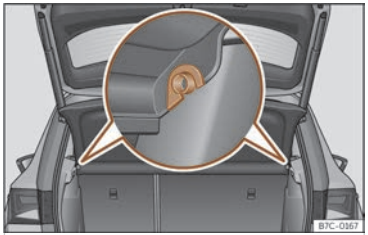

Abb. 163 Im Gepäckraum: Gepäckraumabdeckung aus- und einbauen.
- Ziehen Sie die Gepäckraumabdeckung nach oben aus den seitlichen Halterungen ››› **(Abb. 163)** heraus.
- Führen Sie die Gepäckraumabdeckung horizontal ein, so dass das „Hufeisen“ über der Aufnahmeachse ››› **(Abb. 163)** liegt, und drücken Sie die Abdeckung nach unten, bis sie einrastet.